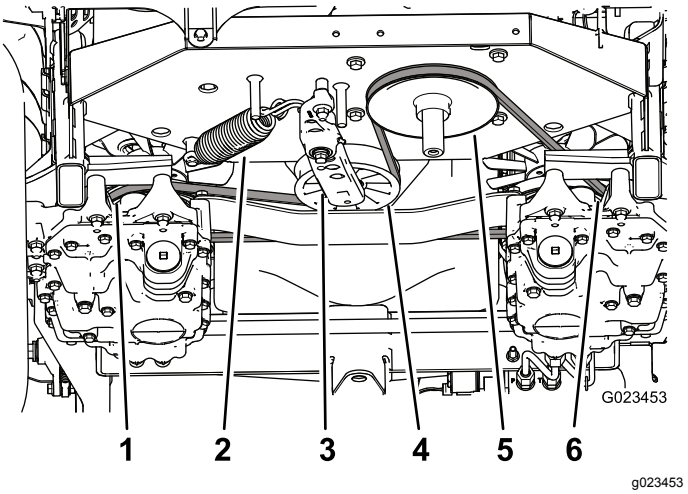

**Рисунок 56**
3. Вставьте ключ с храповым механизмом в квадратное отверстие рычага натяжителя, поверните в направлении, противоположном действию пружины натяжителя ремня (Рисунок 56), и снимите ремень с натяжного ролика.
4. Снимите крюк пружины натяжителя с рычага натяжителя и рамы (Рисунок 56).
9. Установите пружину на рычаг натяжителя и раму (Рисунок 56).